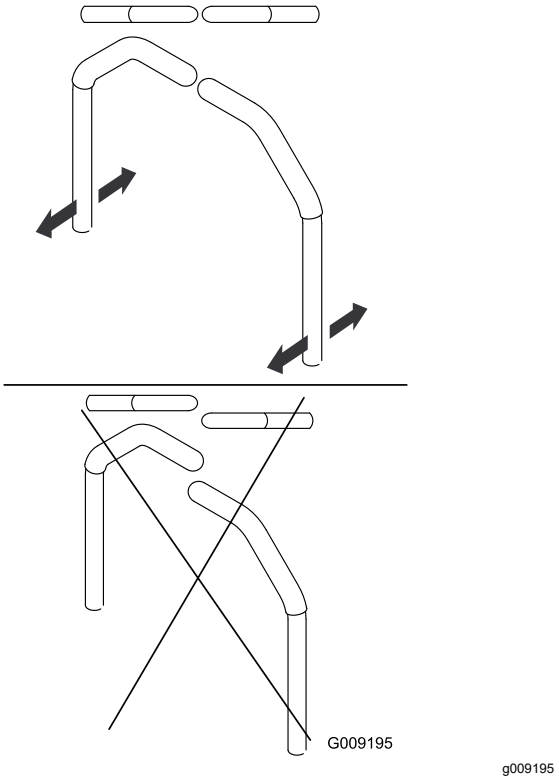

Rysunek 60
3. Ustaw dźwignie, przestawiając je do przodu i do tyłu, i połącz je z uchwytami w położeniu neutralnym, przesuwając je aż do wyrównania otworów (Rysunek 60).